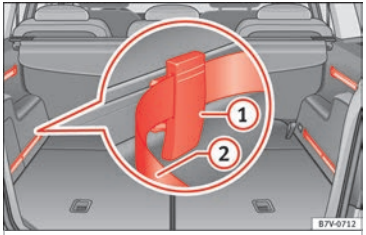

Fig. 169 In the luggage compartment: system including rails, adjustable attachment elements (1) and adjustable tightening straps (2).
- Fit the attachment element with the ruts facing upwards ››› **Fig. 169** (1) to the upper part of the guide and press downwards.